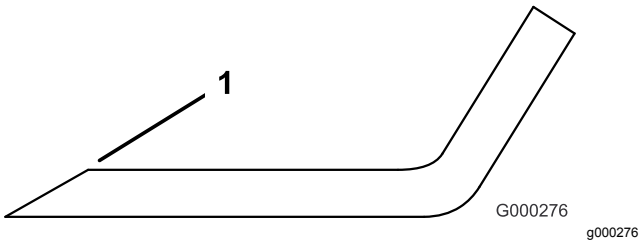

Bild 140
4. Schärfen Sie alle stumpfen und ausgekerbten Schnittkanten (Bild 140).